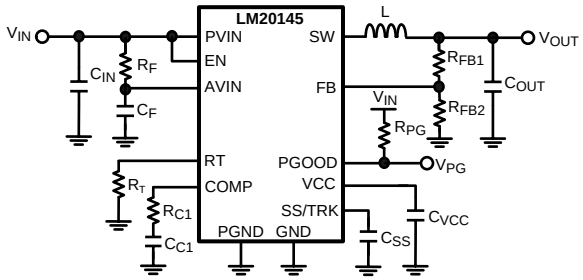

Figure 26. Typical Application Circuit
The LM20145 switching regulator features all of the functions necessary to implement an efficient low voltage buck regulator using a minimum number of external components. This easy to use regulator features two integrated switches and is capable of supplying up to 5A of continuous output current. The regulator utilizes peak current mode control with nonlinear slope compensation to optimize stability and transient response over the entire output voltage range. Peak current mode control also provides inherent line feed-forward, cycle-by-cycle current limiting and easy loop compensation. The switching frequency can be varied from 250 kHz to 750 kHz. The device can operate at high switching frequency allowing use of a small inductor while still achieving high efficiency. The precision internal voltage reference allows the output to be set as low as 0.8V. Fault protection features include: current limiting, thermal shutdown, over voltage protection, and shutdown capability. The device is available in the HTSSOP-16 package featuring an exposed pad to aid thermal dissipation. The LM20145 can be used in numerous applications to efficiently step-down from a 5V or 3.3V bus. The typical application circuit for the LM20145 is shown in Figure 26 in the design guide.
This section walks the designer through the steps necessary to select the external components to build a fully functional power supply. As with any DC-DC converter numerous trade-offs are possible to optimize the design for efficiency, size, or performance. These will be taken into account and highlighted throughout this discussion. To facilitate component selection discussions the circuit shown in Figure 26 below may be used as a reference. Unless otherwise indicated all formulas assume units of amps (A) for current, farads (F) for capacitance, henries (H) for inductance and volts (V) for voltages.
To prevent high frequency noise spikes from disturbing the sensitive analog circuitry connected to the AVIN and AGND pins, a high frequency RC filter is required between PVIN and AVIN. These components are shown in Figure 26. as C_F and R_F. The required value for R_F is 1Ω. C_F must be used. Recommended value of C_F is 1.0 µF. The filter capacitor, C_F should be placed as close to the IC as possible with a direct connection from AVIN to AGND. A good quality X5R or X7R ceramic capacitor should be used for C_F.